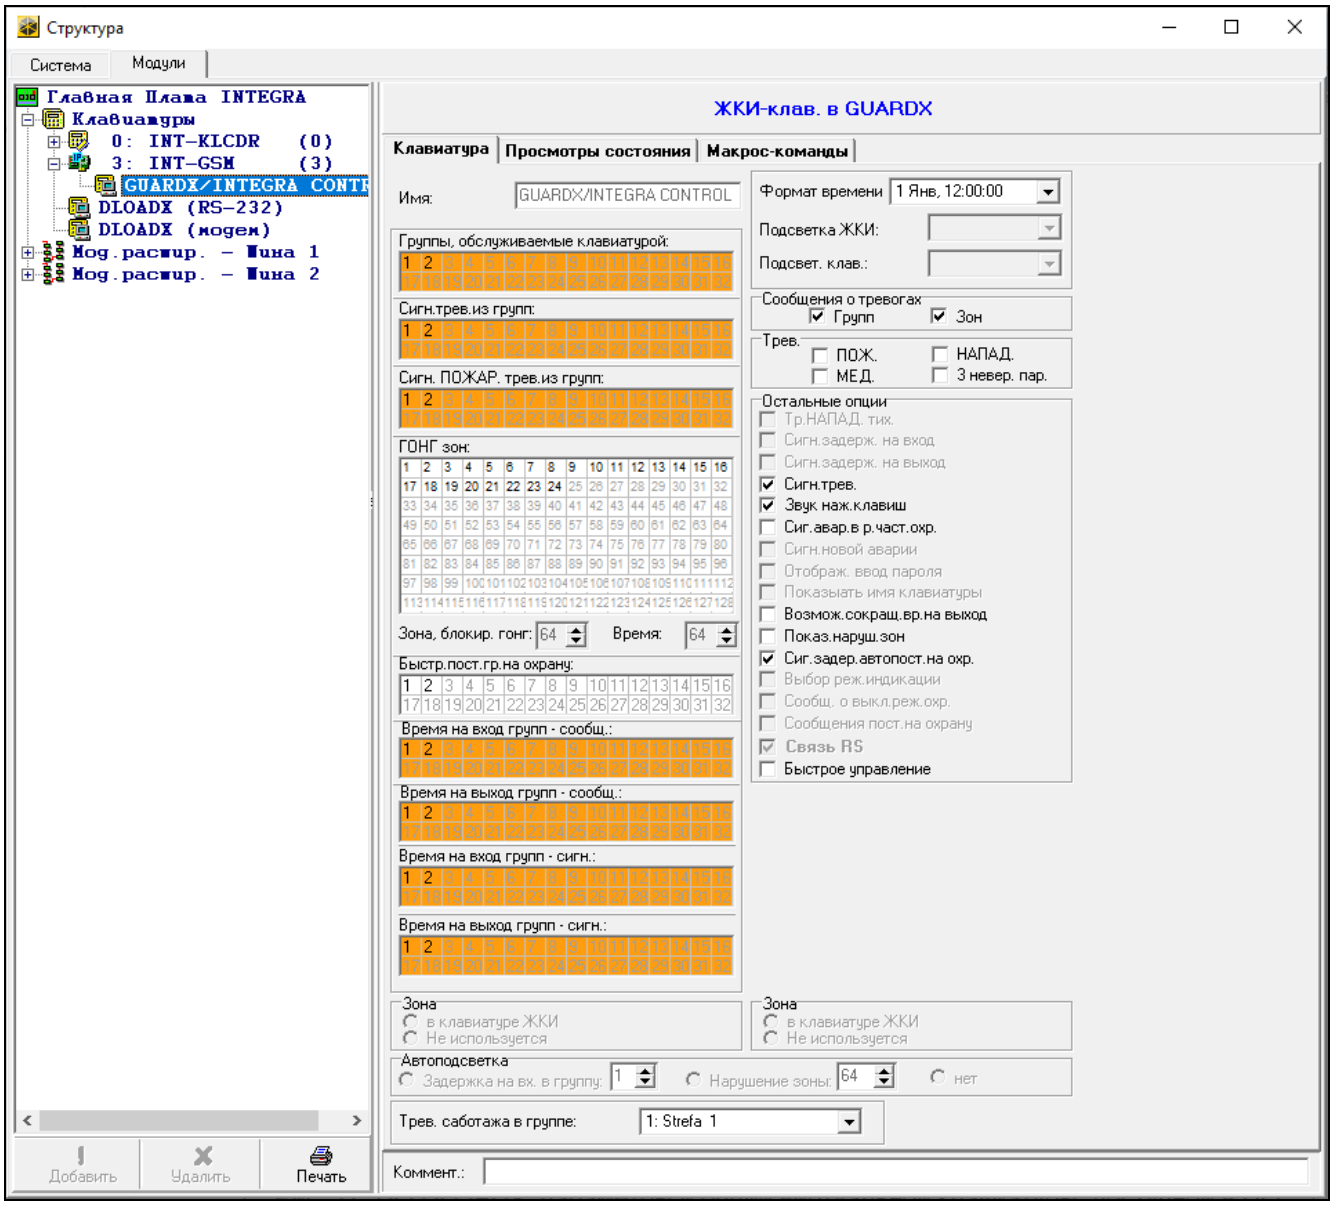

Рис. 17. ПО DLOADX: параметры и опции виртуальной клавиатуры, доступной в ПО GUARDX или на мобильном устройстве.
- ПО DLOADX: окно «Структура» →закладка «Модули» →ветка «Клавиатуры» →*[название модуля]* →ветка «GUARDX/INTEGRA CONTROL» (рис. 17),